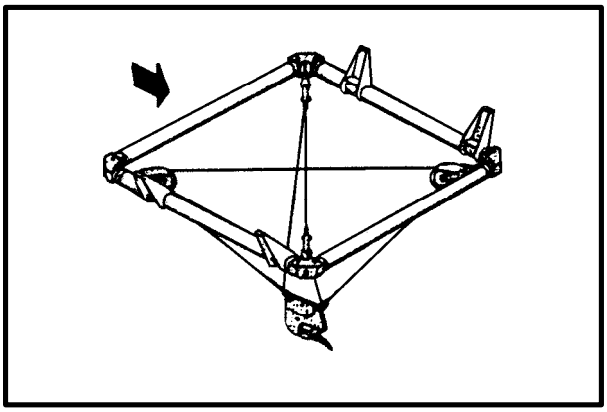

*Figure 2-8. Low Response System*
**(2)** In the low response system (Figure 2-8), the cargo hook is attached to a suspension frame through cables and pulleys.